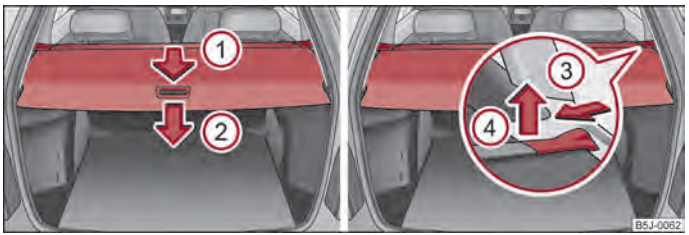

Fig. 49 Bagagliaio: cappelliera avvolgibile / estrazione della cappelliera avvolgibile ▶
– Tirare la cappelliera avvolgibile nel senso indicato dalla freccia ① fino a battuta per portarla nella posizione di bloccaggio ⇒ fig. 49.
– Per il trasporto di bagagli ingombranti, la cappelliera avvolgibile può essere smontata, premendo sul lato della barra trasversale in direzione della freccia ③ ed estraendola con un movimento in direzione della freccia ④ ⇒ fig. 49.